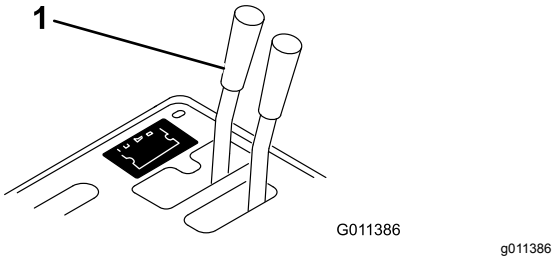
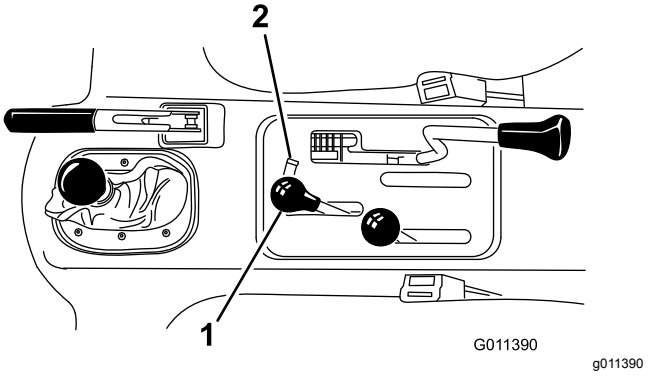

Figur 14
Figur 15
1. På kjøretøy med serienumre før 239999999, flytt den eksterne hydraulikkventilspaken (Figur 14) til flytestilling, og på kjøretøy med serienumre fra 240000001 og oppover, flytt hydraulikkløftespaken (Figur 15) frem og tilbake, for å gjøre systemet trykkløst og gjøre det enklere å koble fra hurtigkoblingene.